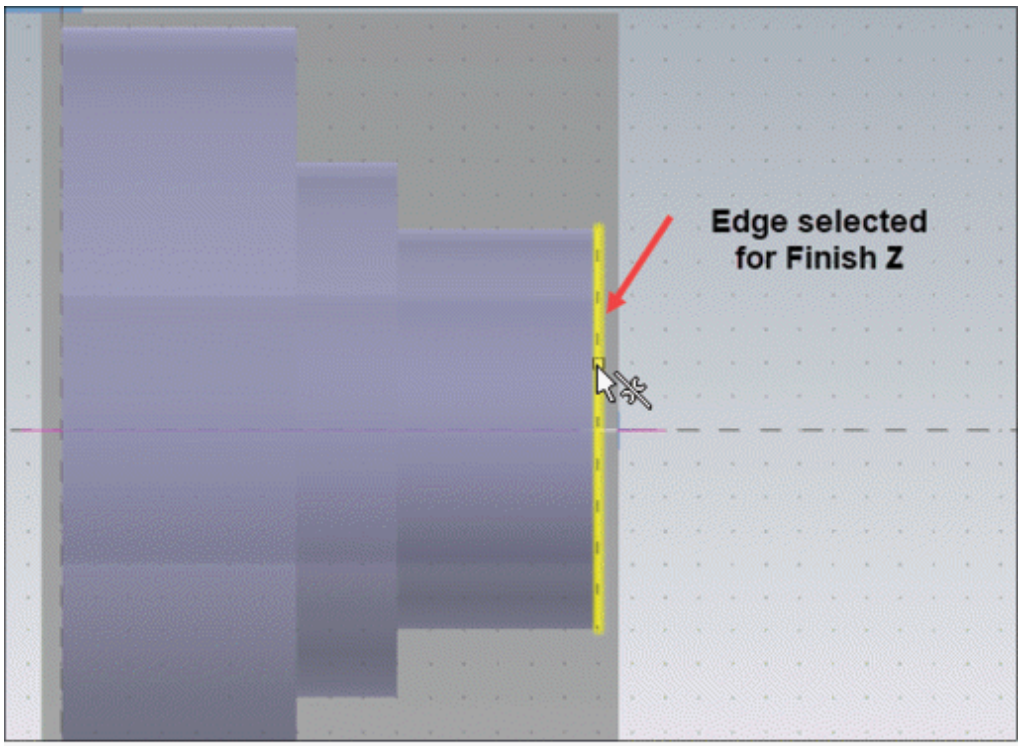

Figure-117. Edge selected for Finish Z
- Select the edge of model as shown in Figure-117. The value of finish Z will be reflected automatically in the **Finish Z** edit box in the dialog box.